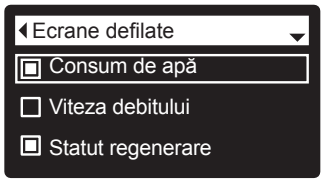

FIG. 56
5. SELECT (⬭), pentru a afișa meniul modificare a configurației (fig. 56).